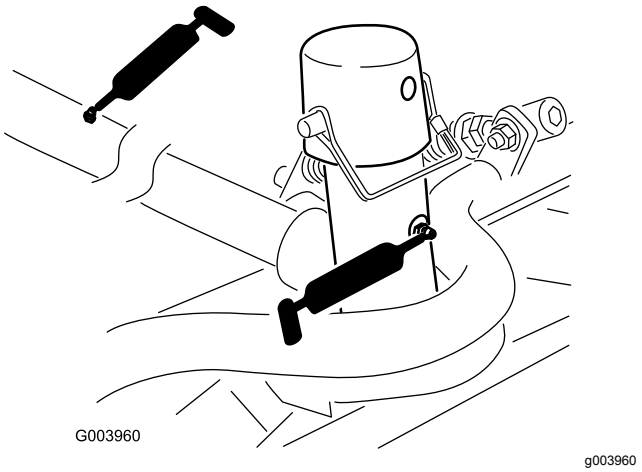

Figur 78
- Klippeenhedernes bæreramme og drejetap (2 hver) (Figur 78)